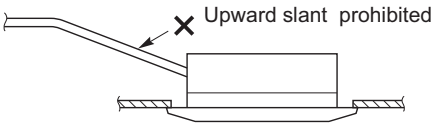

Fig. 2-181
- Do not install the pipe with an upward slant from the connection port. This will cause the drain water to flow backward and leak when the unit is not operating. (Fig. 2-181)